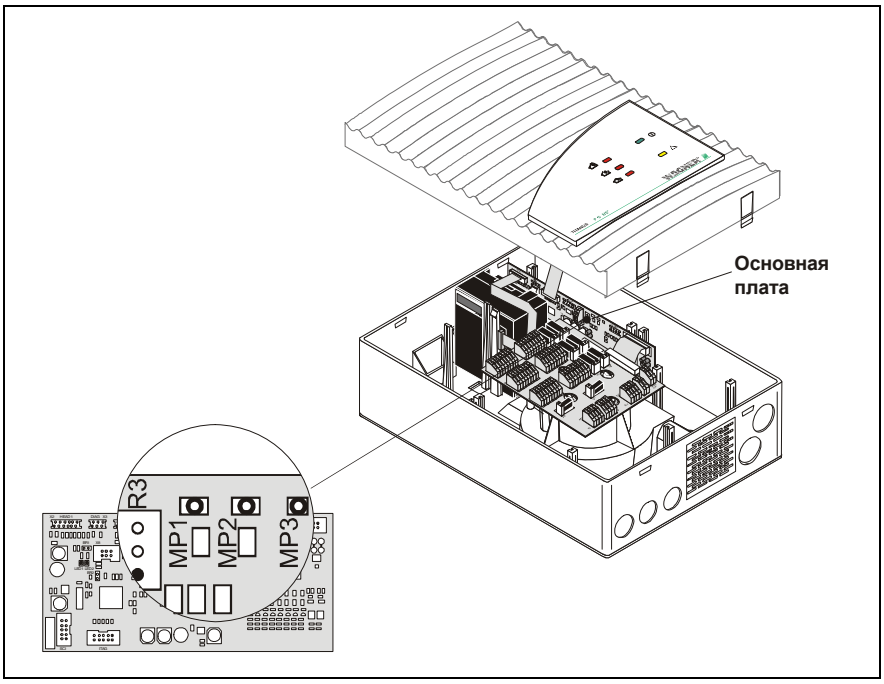

Рис. 7.3: Настройка датчика воздушного потока с учётом давления воздуха в TITANUS®
5. Подключите мультиметр к точкам измерения MP2 (+) и MP3 (-) (см. Рис. 7.3). При этом учитывайте полярность. В измерительном приборе выберите диапазон «V-DC». Напряжение в точках измерения стандартно составляет 1,2 В.